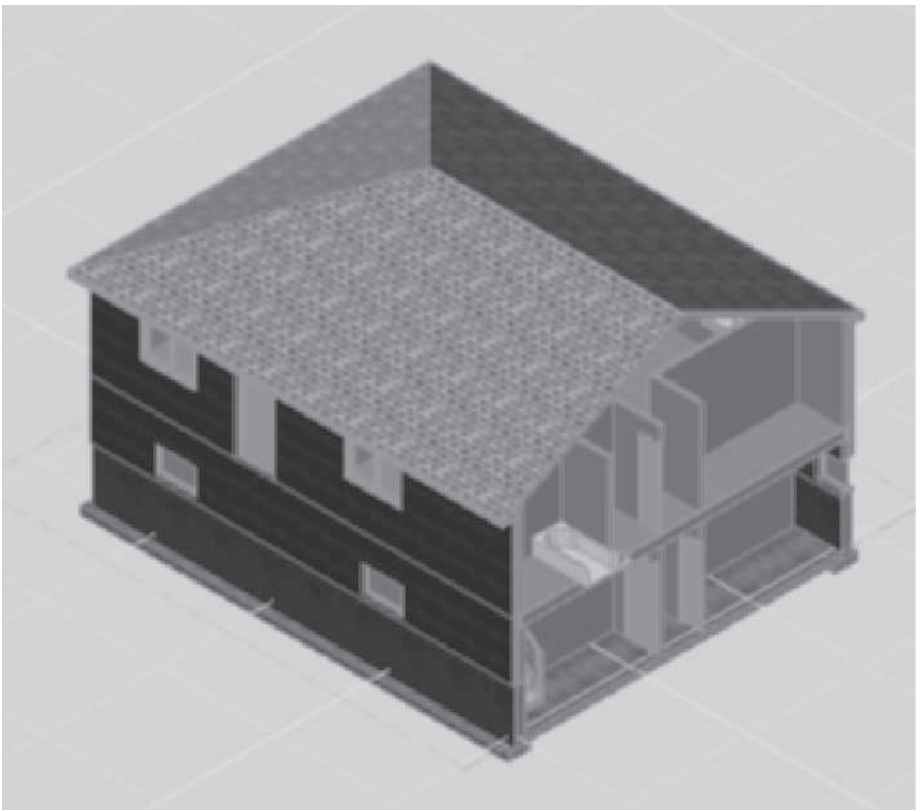

FIGURE 12.89 *Live section enabled*
30. Select the section line and choose **Enable Live** Section from the Live Section panel of the Building Section Line tab. Choose **Realistic** from the **Visual Styles** flyout menu of the Visual Styles panel in the View tab. The live section is shown in Figure 12.89.